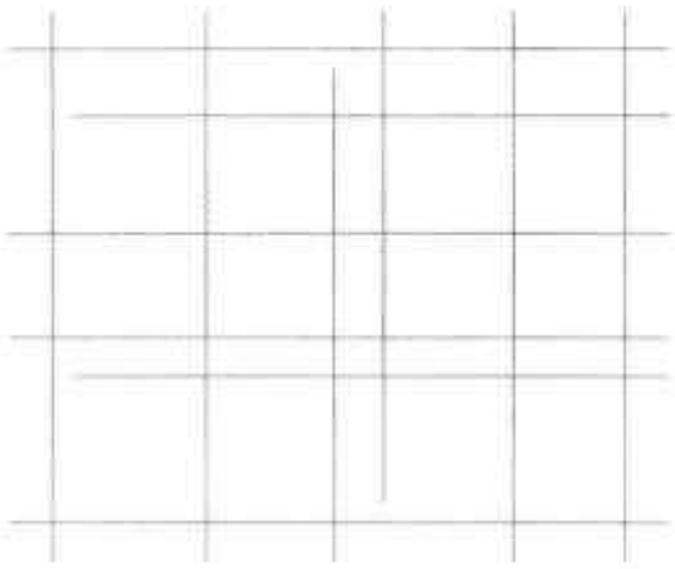

图16-123 指定轴网位置
Step06 所有轴线尺寸值输入完成后，单击“确定”按钮，在绘图区域中，指定好轴网位置，完成轴网绘制，如图 16-123 所示。